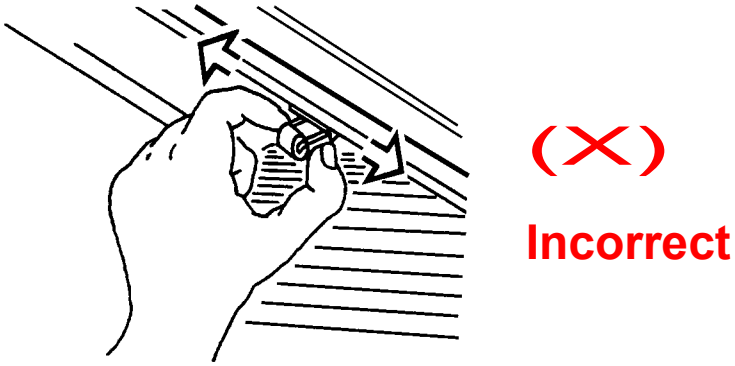

Figure 4-12
3. Do not move it by holding its front rubber roller (Figure 4-12).